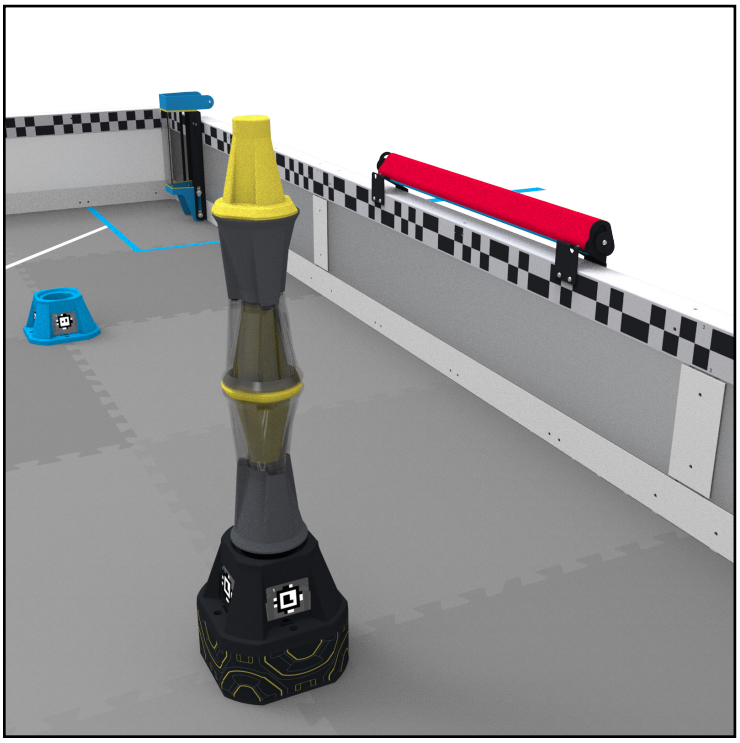

Figure SC5-1: *This Quadrant's Toggle is set to red, so yellow Pins Placed in this Quadrant's Goals are Owned by the red Alliance.*
a. The *Toggle* must be fully seated, such that there is a face of the *Toggle* in contact and parallel with its mounts on the *Field Perimeter* at rest. (see Figure SC5-1)